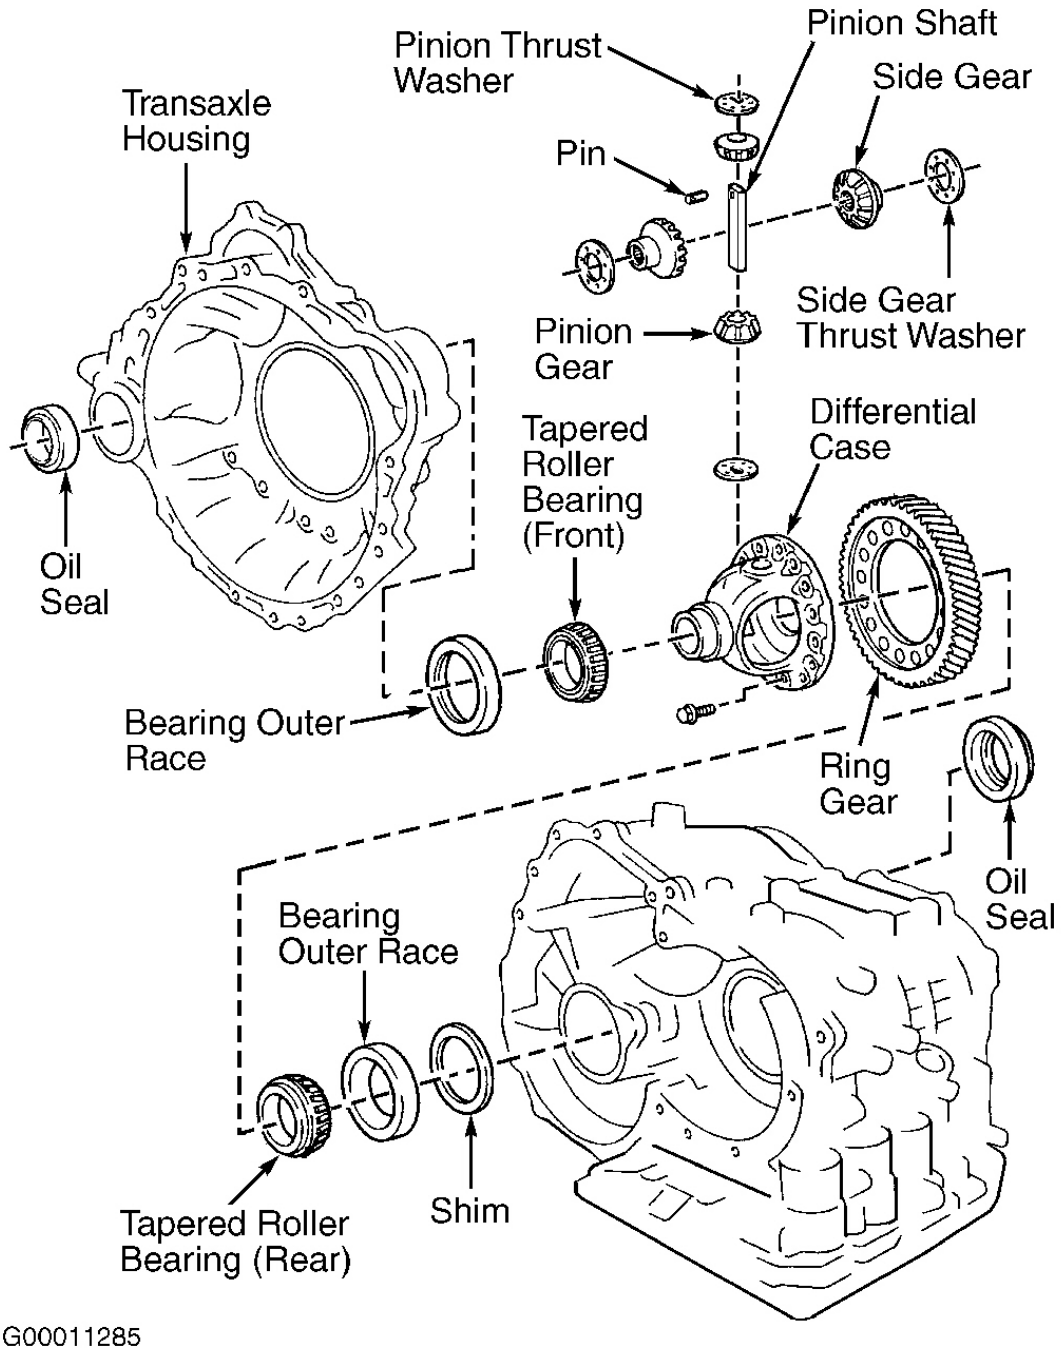

Fig. 59: Exploded View Of Differential Assembly
2. Mark ring gear and differential case for reassembly reference. Unstake lock plates on ring gear bolts. Remove 4 lock plates and 8 ring gear bolts. Using a plastic hammer, tap on ring gear to remove it from differential case. See **Fig. 59**.